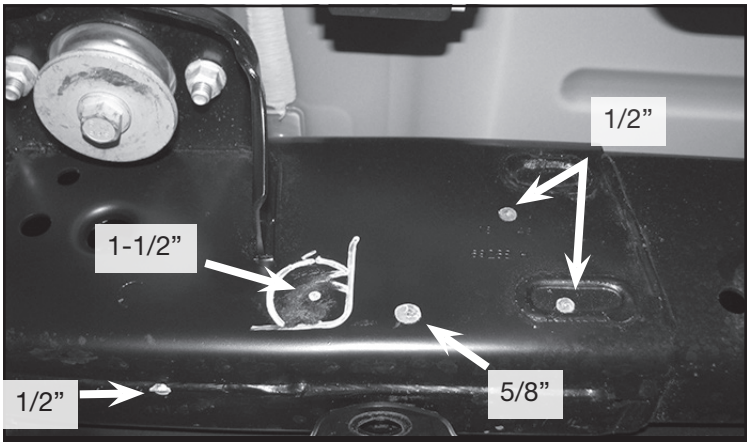

FIGURE 7 - STEP 7
7. Remove the frame pocket and drill the 5 holes previously marked using 1-1/2” hole saw for the large hole, 5/8” drill bit for one hole and a 1/2” drill bit for the remaining three holes. **SEE FIGURES 7**-8